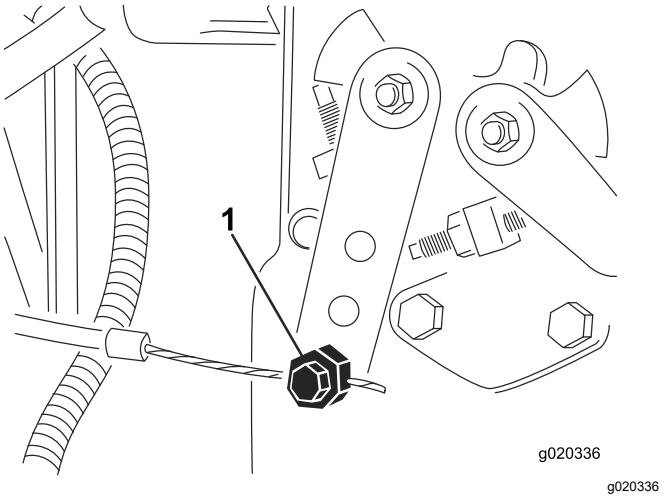

**Figuur 78**
2. Zet de klem van de gaskabel op de hefboom van de injectiepomp los (Figuur 78).